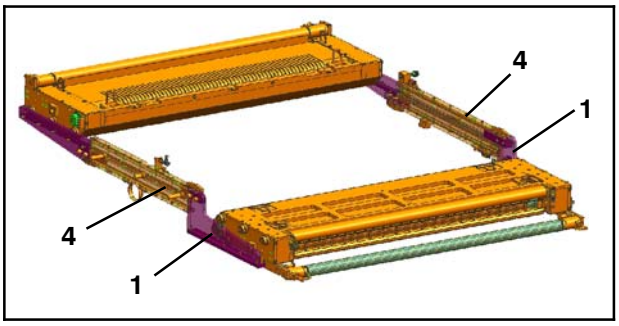
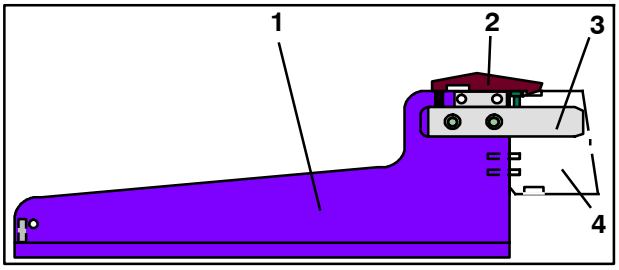

Fig. 62 Cassettes en position de dépose, vue du côté enrouleur
Fig. 63 Dispositif côté enrouleur
6. Côté enrouleur, introduire le dispositif (Fig. 62/1 et Fig. 63/1) dans le rail (Fig. 62/4 et Fig. 63/4) du logement de la cassette, la barre (Fig. 63/3) devant s'insérer dans la rainure du rail avec les goupilles
7. Introduire le dispositif (Fig. 63/1) jusqu'à ce que le cliquet (Fig. 63/2) s'encliquette